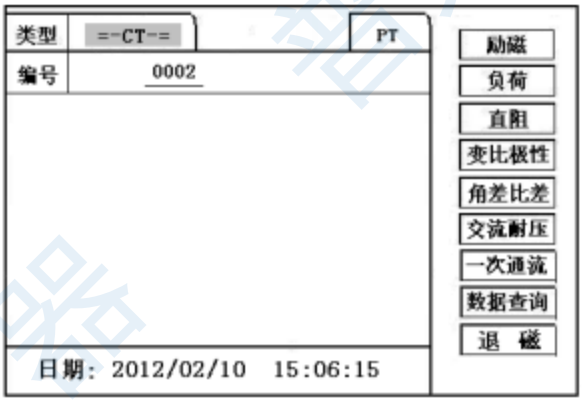
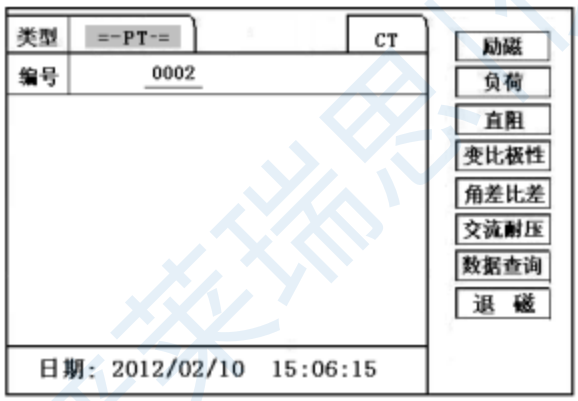

图 2， CT 主界面
图 3，PT 主界面
7.2、主菜单 （见图 2）
开机之后默认进入 CT 测试，CT 测试主菜单共有“**励磁**”、“**负荷**”、“**直阻**”、“**变比极性**”、“**角差比差**”、“**交流耐压**”、“**一次通流**” 、“**数据查询**”、“**退磁**” 、“**PT**” **10** 种选项，可以使用旋转控制器进行选择和设置。如图 2 所示，当“类型”后面为带有灰色背景的 CT 时，表示当前为 CT 测试。旋转光标到“PT”并按下，则进入 PT 测试界面，如图 3。
PT 测试主菜单共有“**励磁**”、“**负荷**”、“**直阻**”、“**变比极性**”、“**角差比差**”、“**交流耐压**”、“**数据查询**”、“**退磁**” 、“**CT**” **9** 种选项，可以使用旋转控制器进行选择和设置。如图 3 所示，当“类型”后面为带有灰色背景的 PT 时表示当前为 PT 测试。旋转光标到“CT”并按下，则进入 CT 测试界面，如图 2。